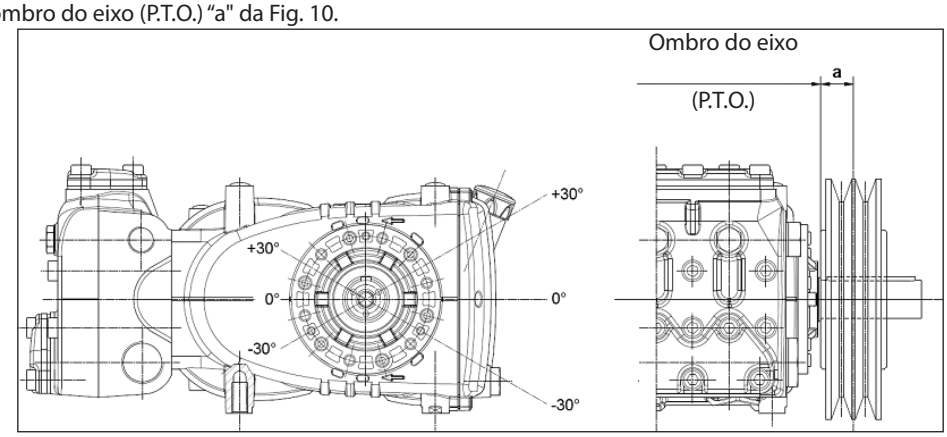

Fig. 10
A carga radial sobre o eixo não deve ser superior a 3000 N (valor necessário para a definição do layout). A transmissão é considerada adequada, se tal carga é aplicada a uma distância máxima de a=30 mm do ombro do eixo (P.T.O) conforme indicado na Fig. 10.
b) Use correias de alto rendimento - por exemplo **XPB** ao invés de **SPB** - pois será necessário uma quantidade inferior de correias com a mesma potência transmitida e uma consequente distância inferior do resultante em relação ao ombro do eixo (P.T.O.) "a" da Fig. 10.